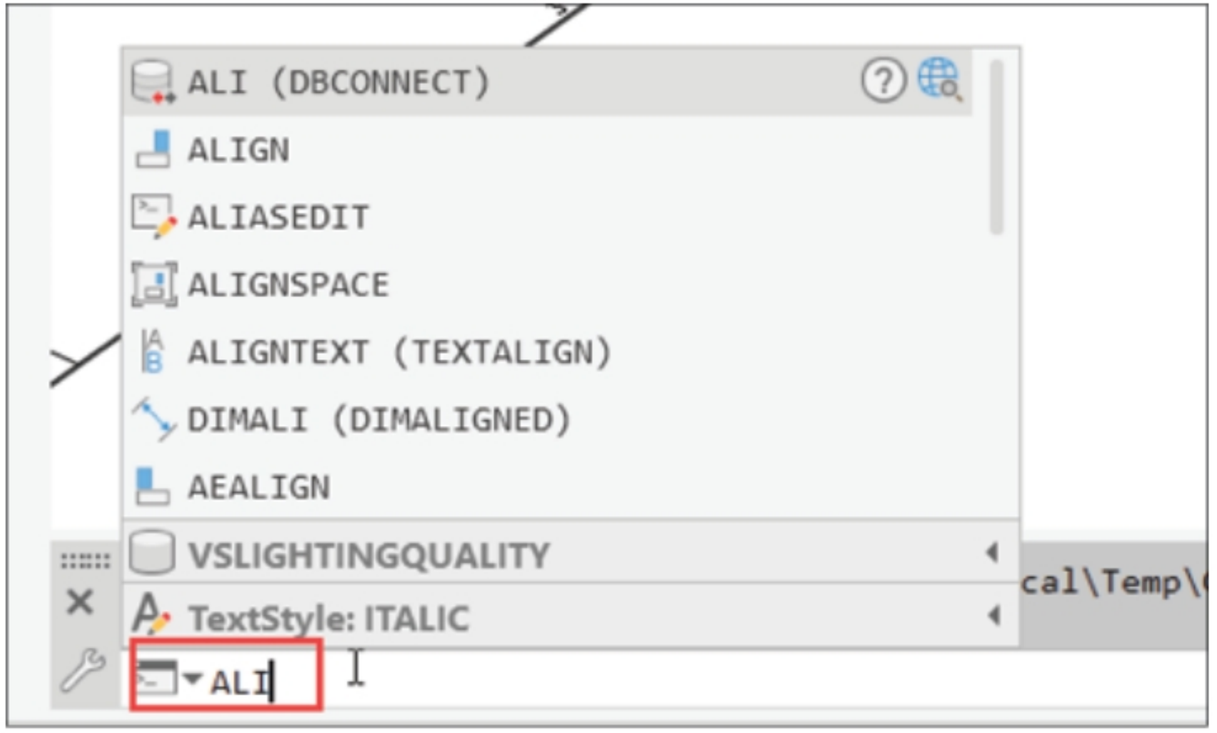

Figure-65. Command list
- Type a few alphabets of your desired command, a list of commands relevant to your specified alphabets will be displayed; refer to Figure-65.